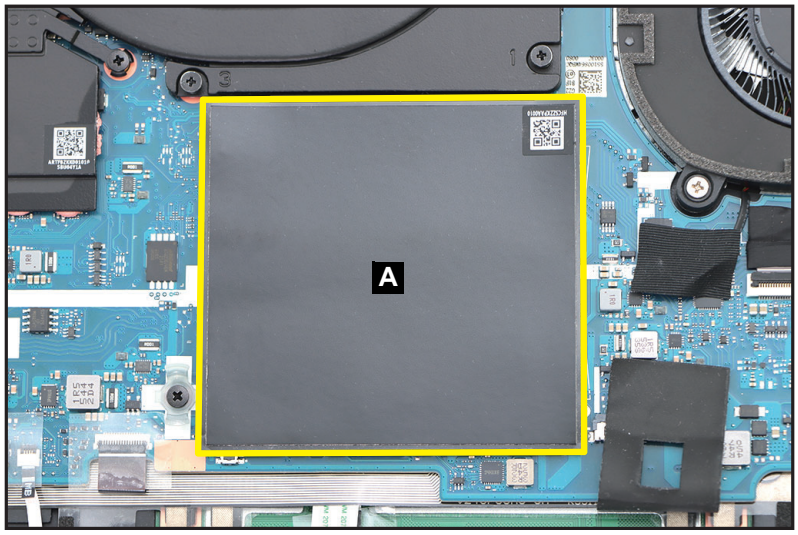

Figure 1-21. DIMM Module Removal
1. Detach the absorber with insulator mylar (A) covering the DIMM modules (Figure 1-21).